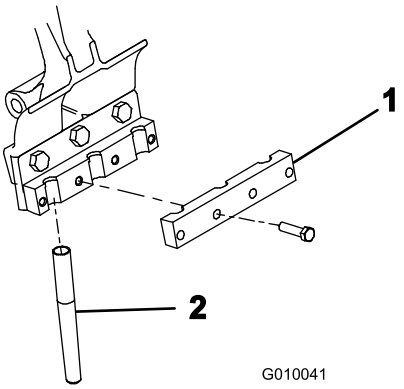

**Figur 24**
4. Montera en harvpinnsbygel löst på varje harvpinnshållare med fyra bultar (3/8 x 1–1/2 tum) (Figur 24). Dra inte åt bultarna.